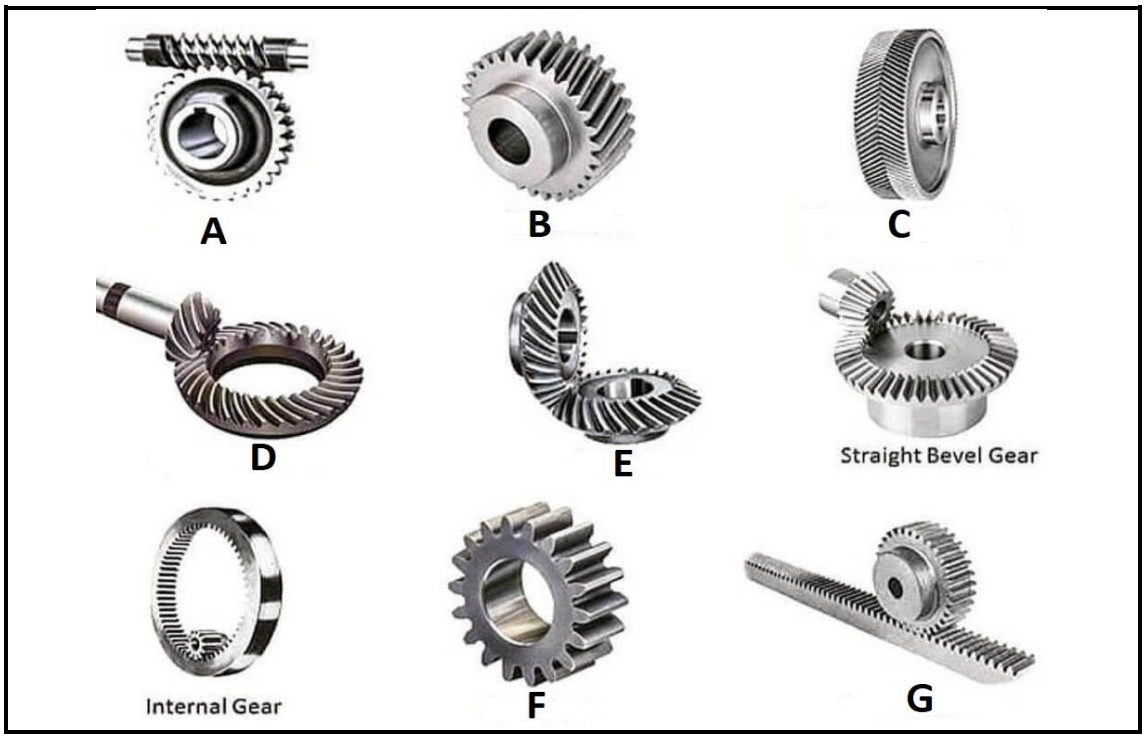

FIGURE 1
1.4 FIGURE 1 below shows the different types of gears commonly applied in industry. Name the parts labelled A–G by writing only the answer next to the letter (A–G) in the ANSWER BOOK.